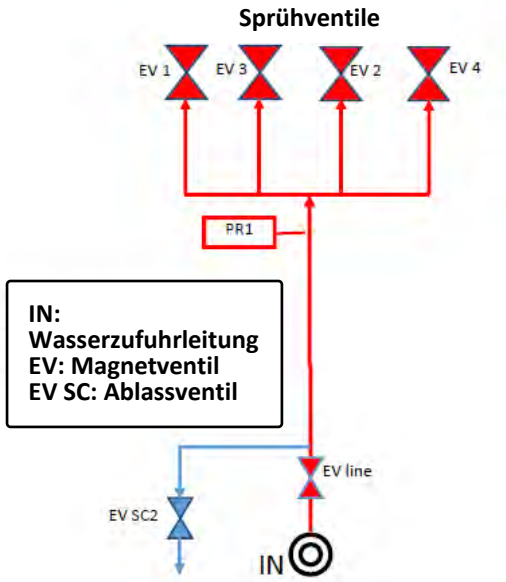

Abbildung 4: Funktionsschema SPRAY SYSTEM EVOLUTION Wasser
A)_SPRAY SYSTEM EVOLUTION (Abbildung 4), das nur ein System zum Sprühen von aufbereitetem Wasser auf die Wärmetauscher vorsieht. Diese Konfiguration wird empfohlen, wenn der Wärmetauscher dazu bestimmt ist, fast immer unter TROCKENEN Bedingungen zu arbeiten, und das SPRÜHSYSTEM dazu bestimmt ist, nur Temperaturspitzen abzudecken, mit bis zu maximal 300 Betriebsstunden im Jahr.